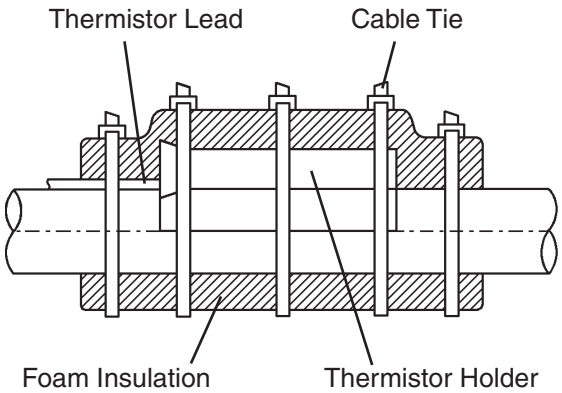

Fig. 2
5) Remove the plastic cable ties, foam insulation, thermistor holder and thermistor. See Fig. 2.